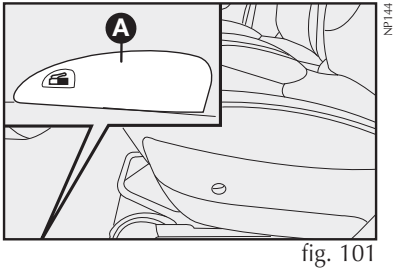

fig. 101
- Destravar a tampa de acesso ao bocal de abastecimento por dentro do veículo, através da alavanca **A-fig. 101**. Levantar a alavanca pela parte dianteira.